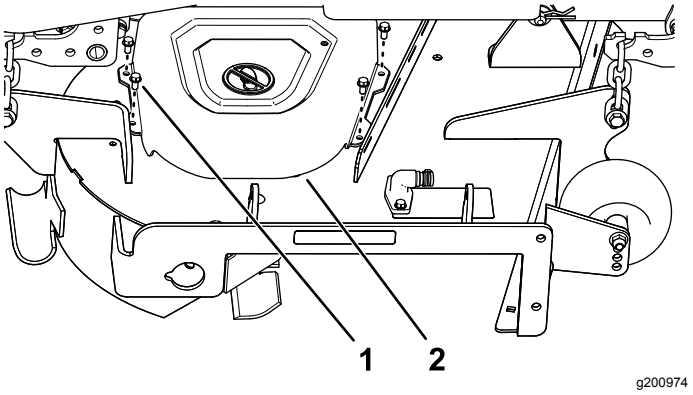

Figur 7
3. Fjern de fire skruene (¼ x ½ tomme) som fester høyre remdeksel, og fjern remdekselet (Figur 7).